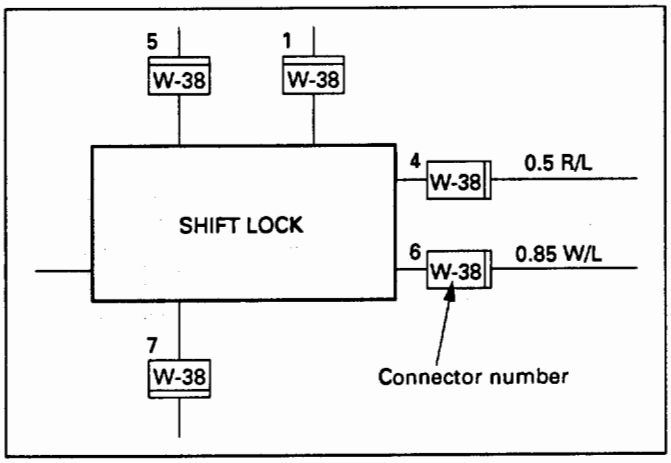

Fig. 8-34
- Connector is identified with a number (Fig. 8-34).